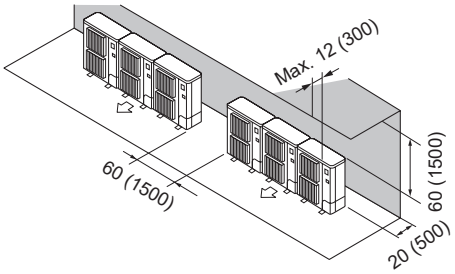

Fig. 2-13
② Obstacles à l'arrière et au-dessus (Fig. 2-13)